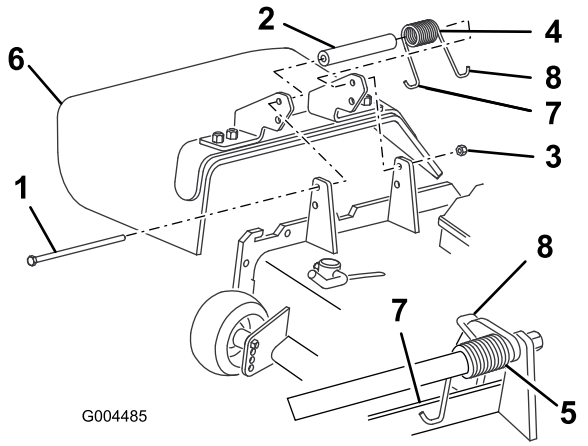

**Figur 71**
2. Fjern låsemøtrikken, bolten, fjederen og afstandsklodsen, som fastgør græsdeflektoren til akselbeslagene (Figur 71). Fjern den beskadigede eller slidte græsdeflektor.
3. Placer afstandsklodsen og fjederen mellem den nye græsdeflektors beslag (Figur 71). Placer fjederens venstre, J-formede krogende bag skjoldets kant.
**Bemærk:** Sørg for, at fjederens venstre, J-formede krogende monteres bag skjoldets kant, før bolten monteres som vist i Figur 71.
4. Monter bolten og møtrikken. Placer fjederens højre, J-formede krogende omkring græsdeflektoren (Figur 71).